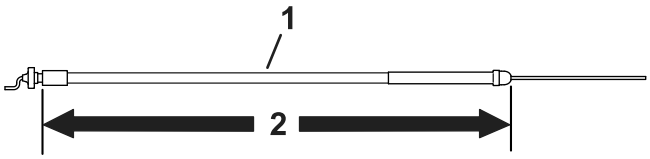

Figuur 7
- Gebruik de gaskabel die 158,3 cm lang is voor alle modellen, maar niet voor een model 04056 tractie-eenheid, zie Figuur 7.